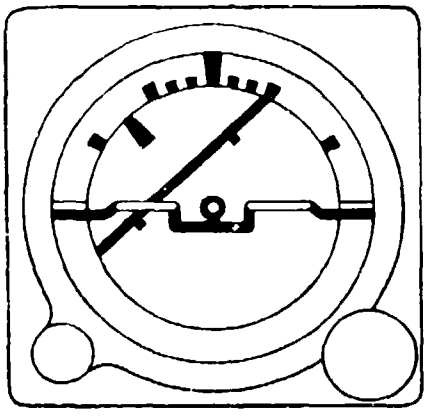

Figure 9-24. Left spin
Recovery from a spin is effected by the same means as in visual flight. A spin is indicated by (1) low airspeed (below stalling), (2) extreme displacement of turn needle and ball, (3) rapid loss of altitude, and (4) one of the indications on the horizon indicator shown in Figure 9-24.